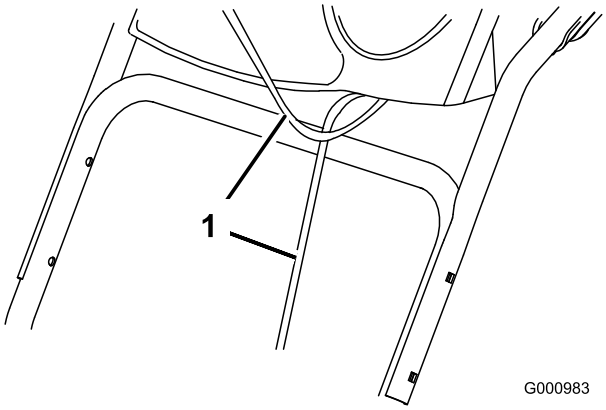

Figur 4
1. Lyft upp och vrid det övre handtaget, och sätt det över det undre handtaget (Figur 4).